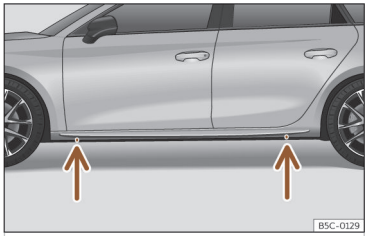

Abb. 236 Aufnahmepunkte für den Wagenheber.
- Suchen Sie am Längsträger die Markierung des Wagenheberaufnahmepunktes (Eindrückung), die dem zu wechselnden Rad am nächsten liegt ››› **(Abb. 236)**.